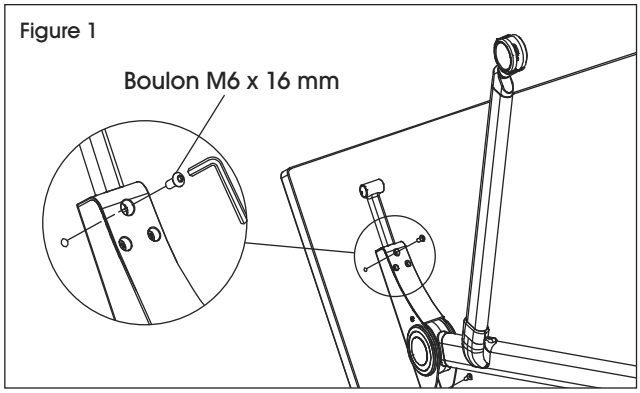

Figure 1
1. Placez la surface de bureau (1) à l'envers sur une surface lisse non marquante afin de prévenir les égratignures. Les trous filetés doivent être orientés vers le haut. Alignez les trous de l'un des pieds (3) sur les tous filetés de la surface de table. Fixez en insérant deux boulons M6 x 16 mm (9) à travers les trous. Ne serrez pas. Fixez juste un pied pour débuter. (Voir Figure 1)